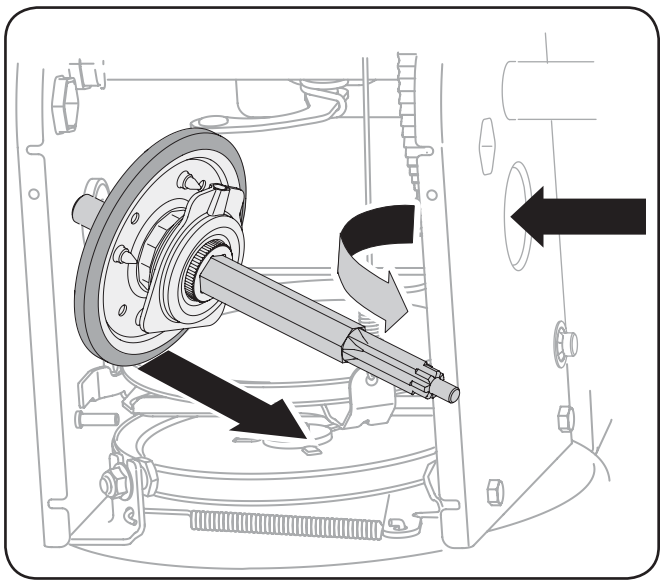

Fig. 7-10
6. Abaissez doucement l'arbre hexagonal vers la gauche avant de faire glisser la roue de frottement de l'arbre. Voir la Fig. 7-10.